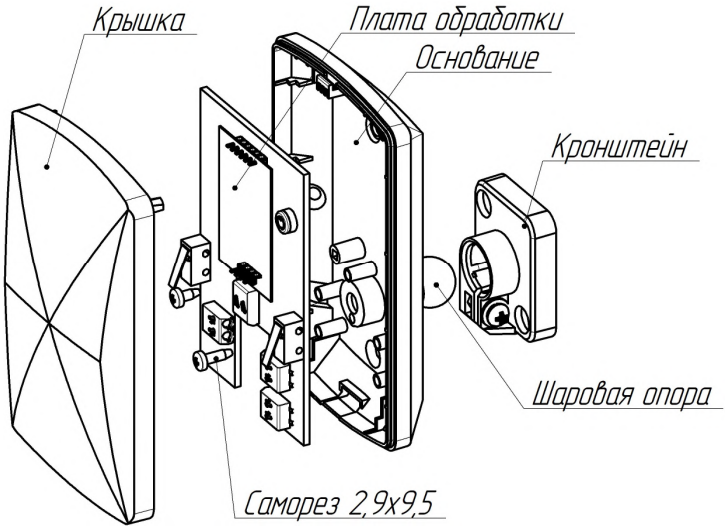

Рисунок 1.4 – Внешний вид извещателя
1.4.2.1 Извещатель конструктивно выполнен в виде блока ПРМ-ПРД (рисунок 1.4), состоящего из: